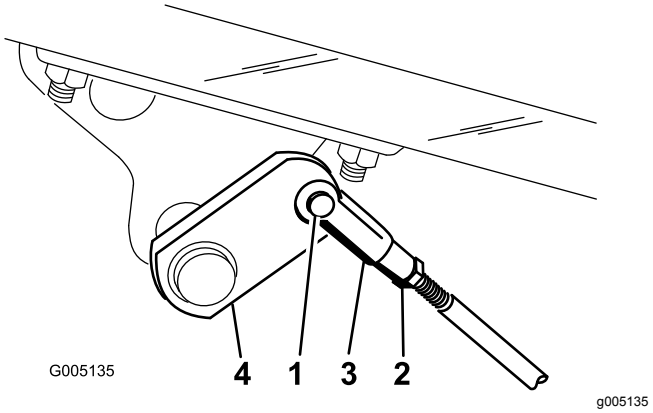

Figuur 49
A. Maak de remstangen los door de borgpen en de gaffelpen te verwijderen (Figuur 49).
B. Draai de contramoer los en stel de gaffel af (Figuur 49).
C. Monteer de gaffel aan de remas (Figuur 49).